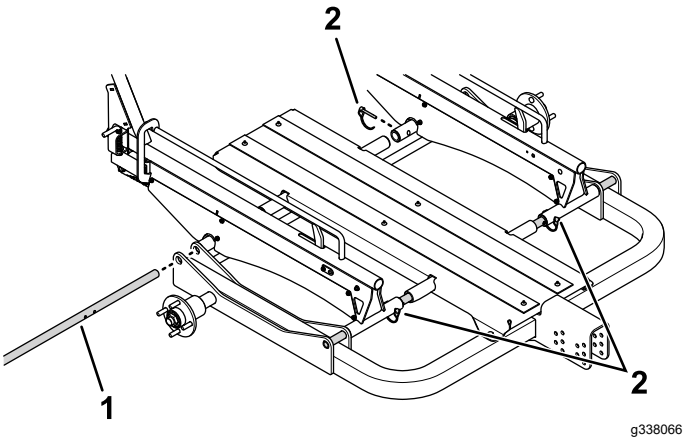

Figur 19
2. Be en assistent att hålla hjulsatsen eller skensatsen och mittstödet på plats medan stödstängerna monteras genom hålen i satsen, mittstödet och huvudramen (Figur 19).